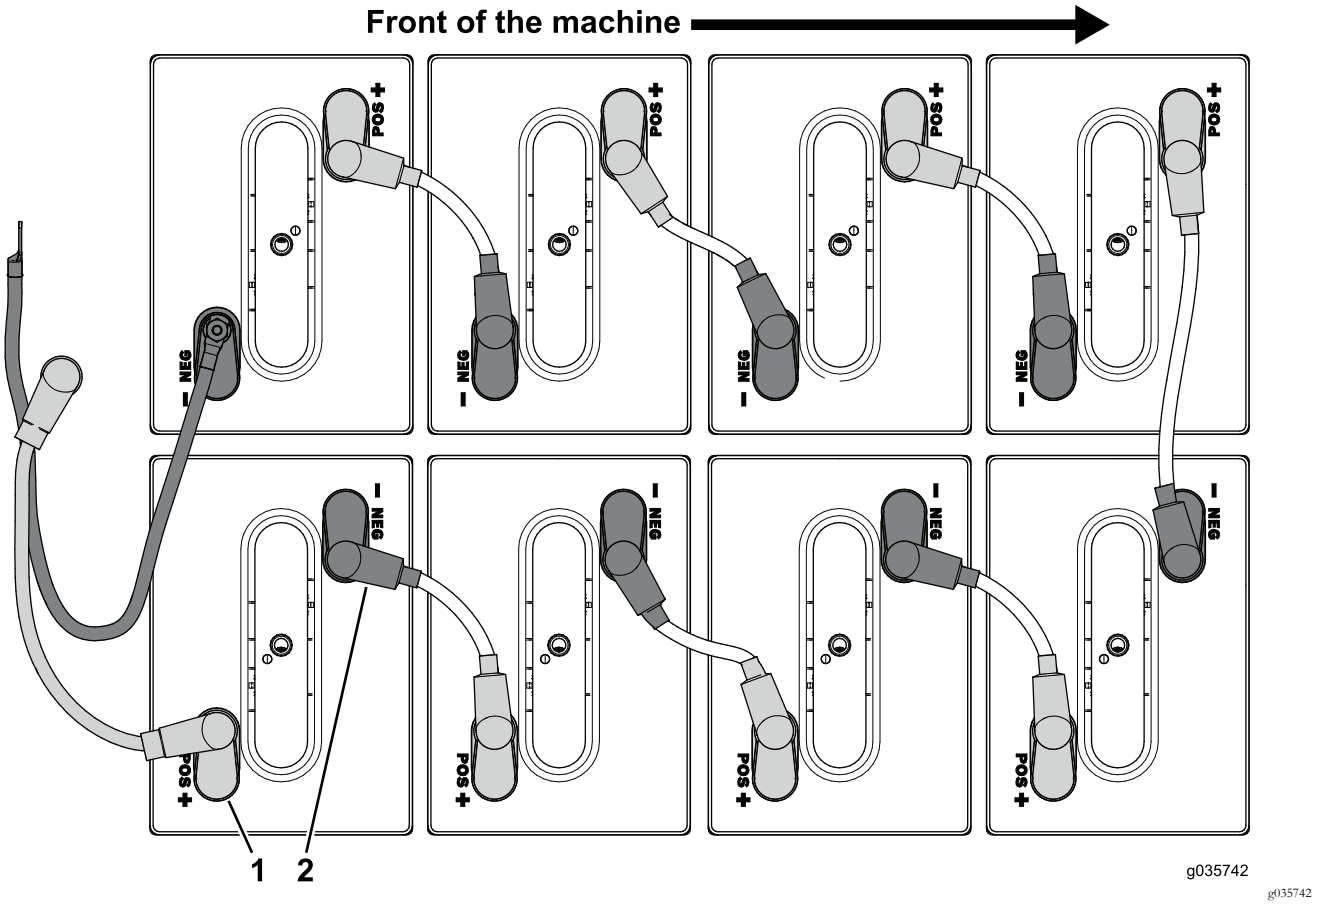

Bild 57
3. Schließen Sie die Batteriekabel ab, die am Pluspol (+) der Batterien im vorderen Batteriefach angeschlossen sind (Bild 57).
4. Schließen Sie die Batteriekabel ab, die am Minuspol (-) der Batterien im vorderen Batteriefach angeschlossen sind (Bild 57).